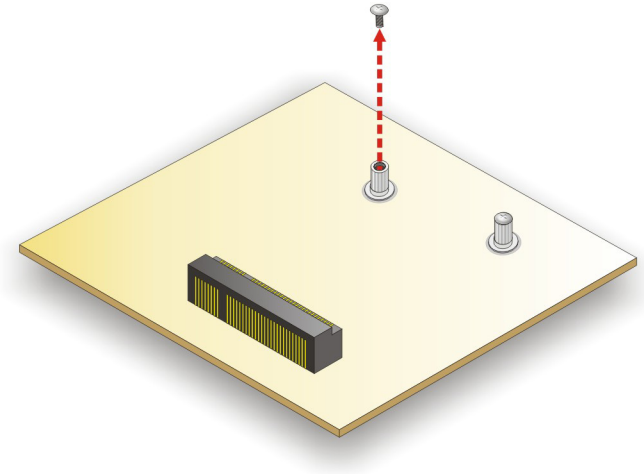

Figure 3-8: Removing the Retention Screw
Step 5: **Remove the retention screw.** Remove the retention screw for full-size card installation as shown in **Figure 3-8**.